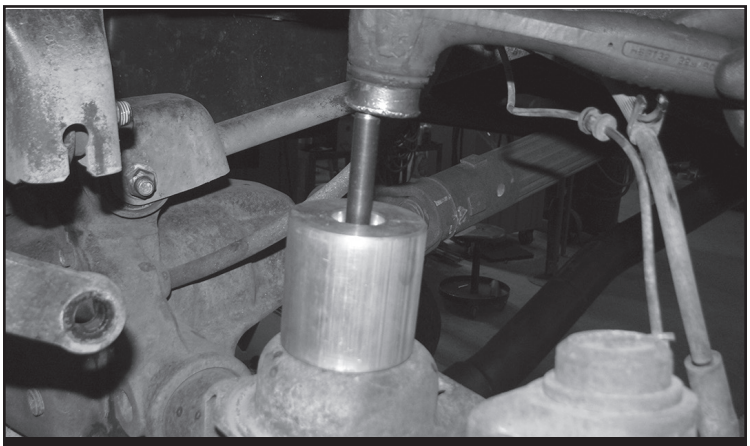

FIGURE 8 - STEP 3
8. Place the new FT50492 (Front bumpstop) onto the factory bumpstop pad. Using a center punch mark for drilling. **SEE FIGURE 8**